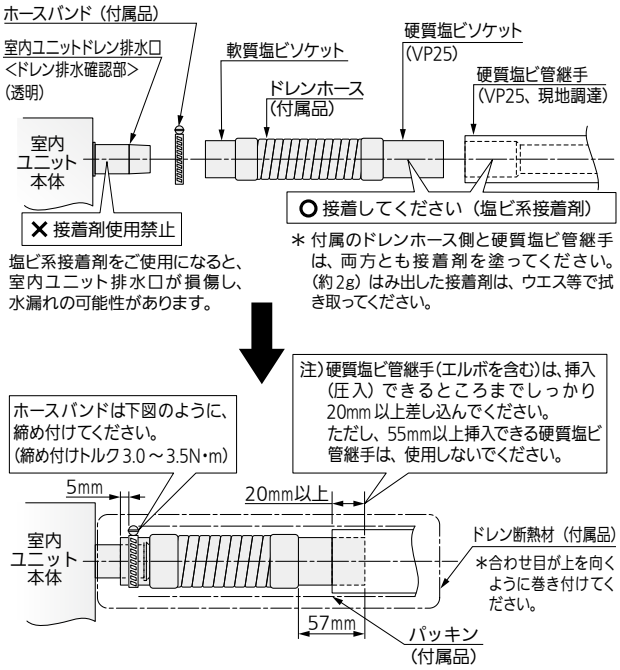

図15
- 図15 のようにドレン排水口の段差までドレンホースを挿入し、ホースバンドを段差から5㎜はなしたところに、しっかりと締め付けてください。（締め付けトルクは 3.0 ～ 3.5 N・m）
（14ページ　図15）